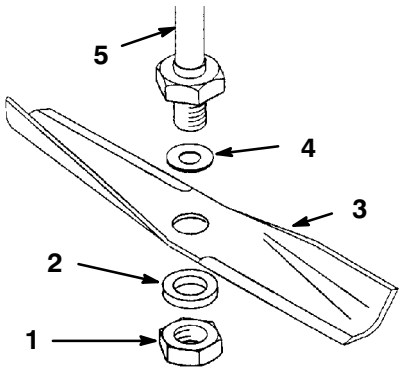

Figure 21
1. Monter la rondelle, la lame, la rondelle plane et l'écrou de lame (Fig. 21).